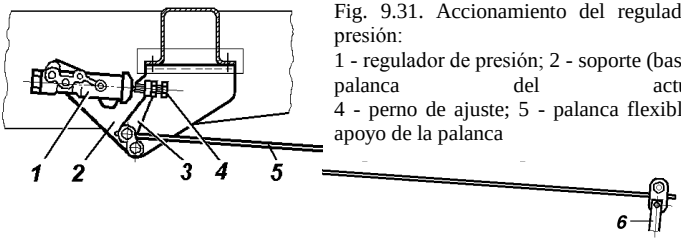

Fig. 9.31. Accionamiento del regulador de presión:
Durante el funcionamiento y al cambiar las ballestas traseras es necesario ajustar el esfuerzo de la palanca flexible 5 (ver fig. 9.31) sobre el émbolo del regulador. Realice el ajuste en el siguiente orden:
2. Afloje la contratuerca del perno de ajuste 4 (ver fig. 9.31) y desenrósquelo en 2-3 vueltas.
3. Enrosque el perno 4 (ver fig. 9.31) hasta que entre en contacto con la cola del émbolo 17 (ver fig. 9.30) del regulador.